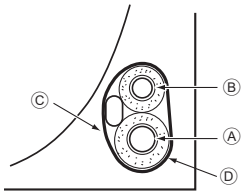

Fig. 4-4
4.3.1. Stockage dans l'espace de tuyauterie de l'appareil (Fig. 4-4)